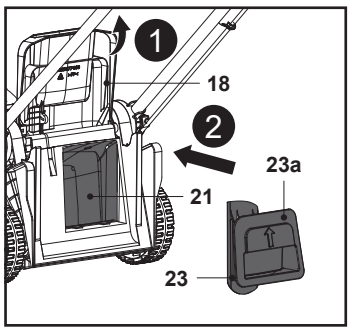

**Fig. 14**
7. Abra o resguardo do defletor traseiro (18), mantenha a pega com reentrância (23a) na posição e insira o encaixe do triturador (23) na conduta de descarga traseira (21) até ao fim (Fig. 14).